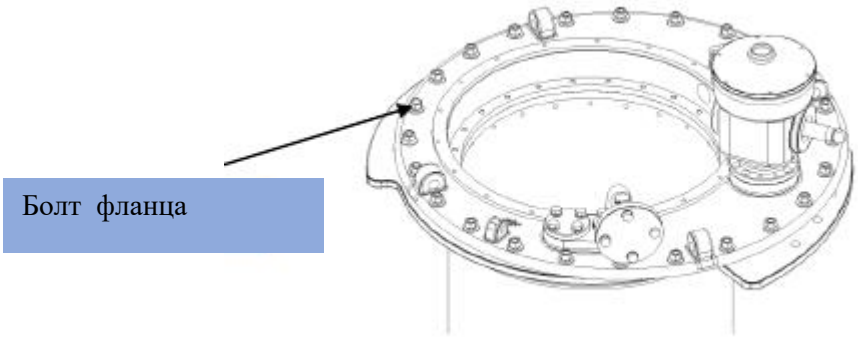

Рис. 5
4. Отвернуть на фланце крепежные болты (не красной зоны) (9 шт., болт М8, ключ № 13 с пружинной шайбой) (см. рис. 5).